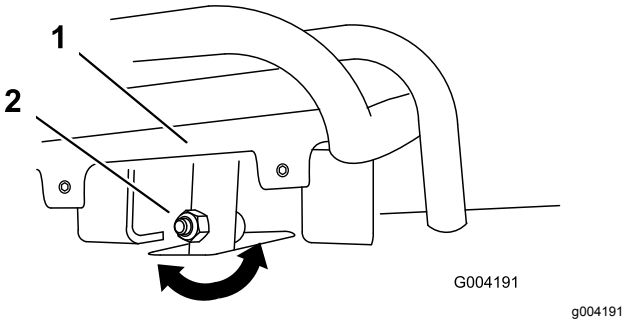
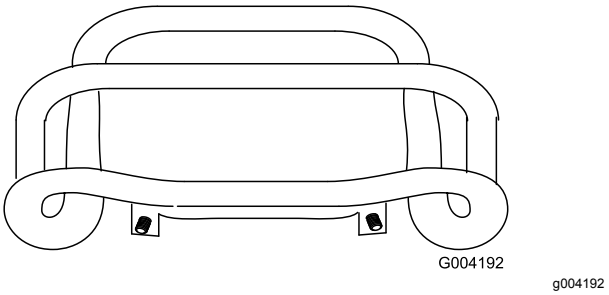

**Figur 56**
**Figur 57**
4. Om drivreglagets främre del inte ligger tätt intill och i rät vinkel mot referensstaven lossar du flänsmuttern och skruven på drivreglagets skaft (Figur 56).
5. Justera drivreglaget så att det ligger tätt intill referensstaven när det dras rakt bakåt (Figur 56 och Figur 57).